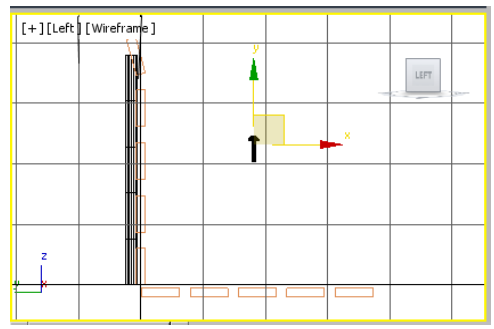

Figure 2-75 *The rivet001 group in the Left viewport*
13. Choose the **Zoom Extents All** tool and move *rivet001* in the Left viewport to visualize it properly, as shown in Figure 2-75.